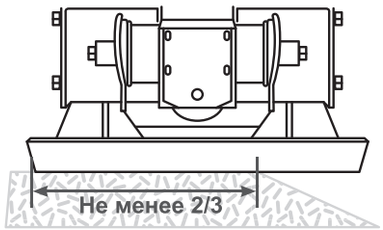

Рис. 12 Расположение виброплиты на краю обрабатываемой поверхности
12. При перемещении виброплиты по краю обрабатываемой поверхности, в плотном соприкосновении с поверхностью должно оставаться не менее 2/3 части рабочей площади плиты (Рис. 12).